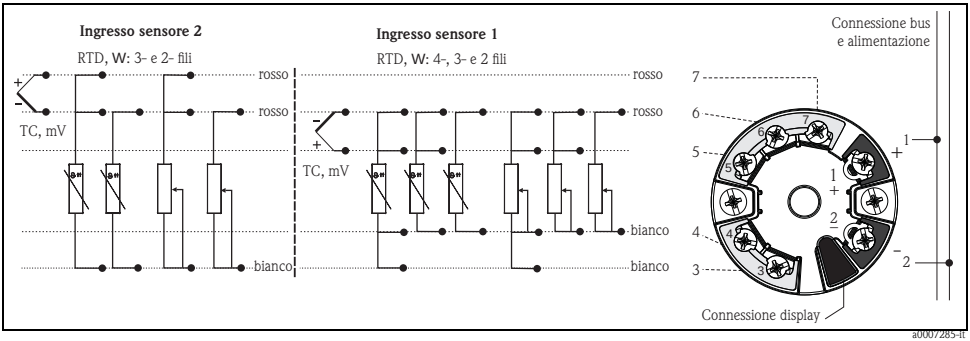

Fig. 5: Cablaggio del trasmettitore da testa
3. Collegare i cavi come mostrato in → Fig. 5. Se il trasmettitore da testa è inserito con i morsetti a molla, fare riferimento a → 🖹 47.